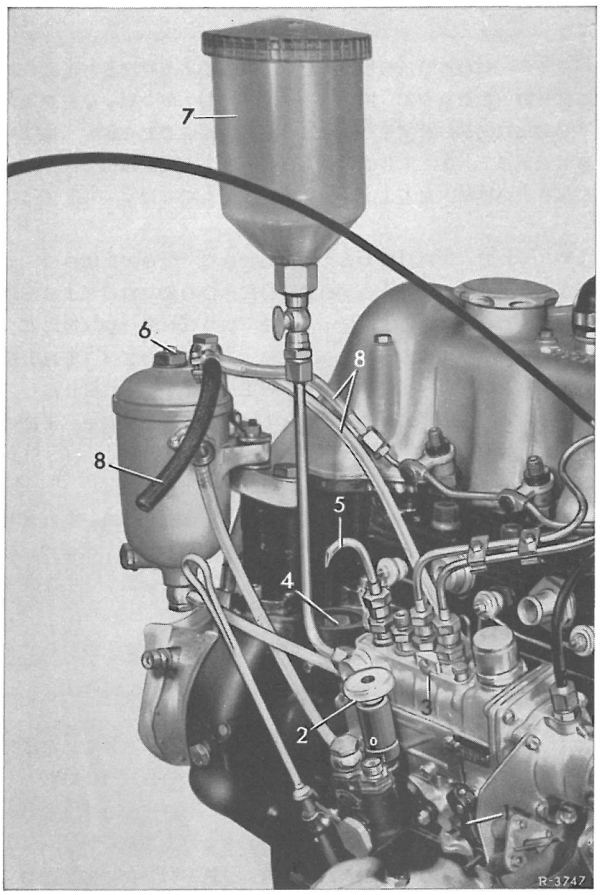

Fig. 07-41/6
Rørtilslutningen skrues igen i men uden delene (fra 3 til 5) og overløbsrøret(5) skrues på (fig.07-41/6).
14 For at være sikker på,at indstillingsarmen(1)hhv.reguleringsstangen står på fuldlast,skal indstillingsarmen og dermed reguleringsstangen føres nogle gange til endeanslag i retning mod stop og derpå igen slippes (fig.07-41/1)